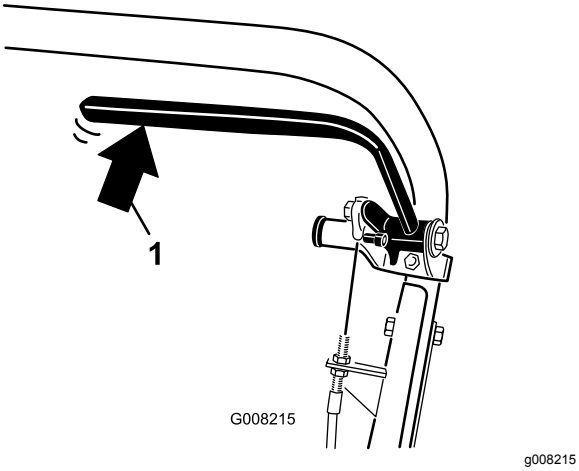

Figur 38
2. Brug en fjedervægt, og tryk bagud på driftsbremsegrebet (Figur 38). Parkeringsbremsen bør udløses, når der nås en kraft på 13,5 til 18 kg. Hvis parkeringsbremsen udløses, før en kraft på 13,5 til 18 kg er opnået, skal bremsekablet justeres.